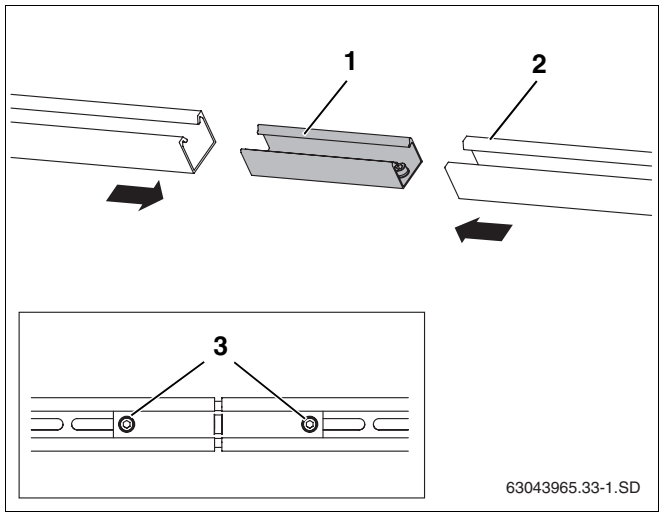

Rys. 31 Łączenie szyn profilowanych
- Łącznik (rys. 31, **poz. 1**) wsunąć do oporu w obie szyny profilowane (rys. 31, **poz. 2**).
- Wkręty bez łba (rys. 31, **poz. 3**) znajdujące się w łączniku wsuwanym dokręcić kluczem SW 5, dzięki czemu nie będzie się on wysuwał.